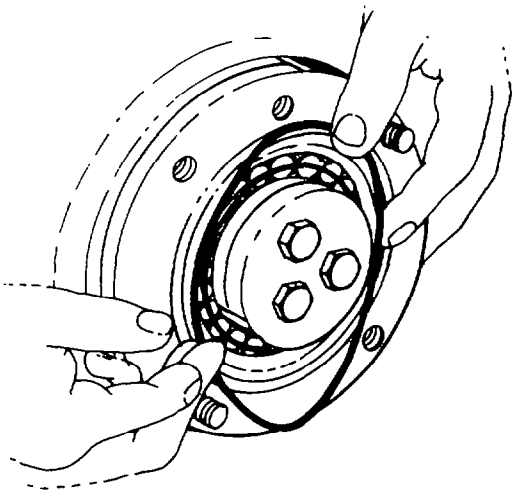

Fig. 341 — Installing O-ring
b. Lightly oil the retainer gasket (O-ring) with engine oil and install the gasket into the groove provided in the retainer (see fig. 341).